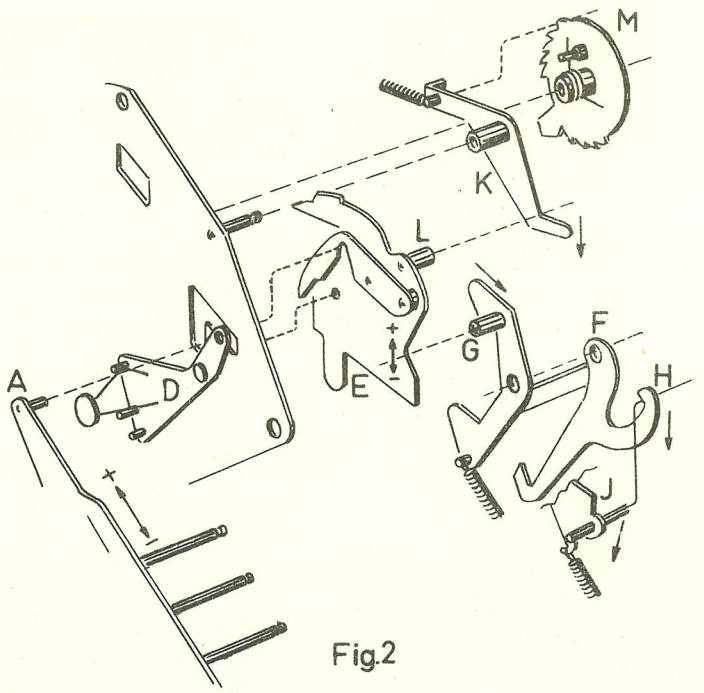

Fig.2
3. Fig. 2 zeigt den Einstellschlitten [A] mit dem Zapfen, der mit der Wippe [D] und der Wählerbrücke [E] in Verbindung steht. Wenn der Einstellschlitten vor- oder rückwärts geführt wird, wird die Wählerbrücke betätigt, die auf die Rolle [G] der Abstellbrücke [F] einwirkt, und der Mult.-Start wird über der Sub-Startkurve [J] vom Haken [H] ausgeführt. BEACHTE DASS ALLE MULT.-STARTE IN SUBTRAKTION GESCHEHEN.
Der Schalthebel geht noch einmal vorwärts und nimmt den anderen Zahn zurück. Wenn der Zahn beinahe wiederhergestellt ist, betätigt das Multiplizierrad den Zapfen [o] des Sperrhebels [n], und die Wählerbrücke ist frei. Gleichzeitig betätigt der Zapfen [p] den Hebel [r], der mit dem Zapfen des Einstellschlittens [A] in Verbindung steht, Fig. 2. Jetzt wird die Wählerbrücke [E] wiederhergestellt, und die Sperrklinke [K], Fig. 2, legt sich dadurch unter Wirkung der Feder gegen den Zahn des Multiplizierrades an. Das Multiplizierrad ist dann gesperrt, wenn die M-Tasten nicht betätigt werden.